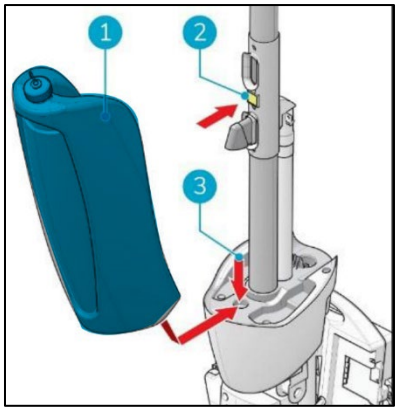

figur 31.
18. Sett bunnen av oppsamlingstanken (Figur 31, pos 1 og pos 3) på forsiden av i-mop® XL
19. Skyv toppen av tanken på plass til du hører et "klikk", og magneten (figur 31, pos. 2) vil låse gjenvinningstanken på plass.